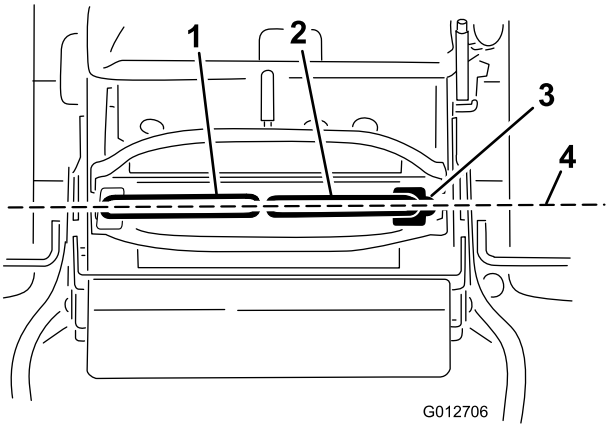

Figur 70
Vigtigt: Kontroller, at plæneklipperens sporing er korrekt efter justering af bevægelseshåndtagene. Justering af sporing og indstilling af bevægelseshåndtagene for til bag er samme procedure (Figur 70).
1. Når den vandrette justering er gennemført, skal justeringen for til bag kontrolleres ved at skubbe bevægelseshåndtagene en smule fremad for at opfange evt. slæk i bevægelseshåndtagenes ledforbindelser (Figur 70).